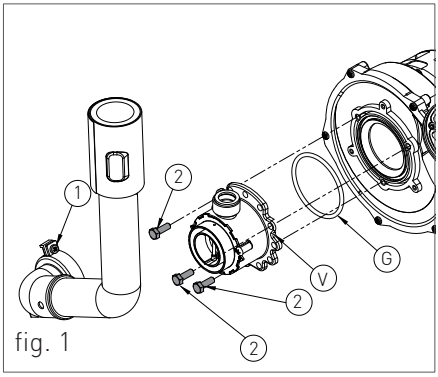

fig. 1
- rimontare i componenti procedendo in senso inverso rispetto alle operazioni di smontaggio assicurandosi che venga rimontata la guarnizione 'G' come in fig.1;